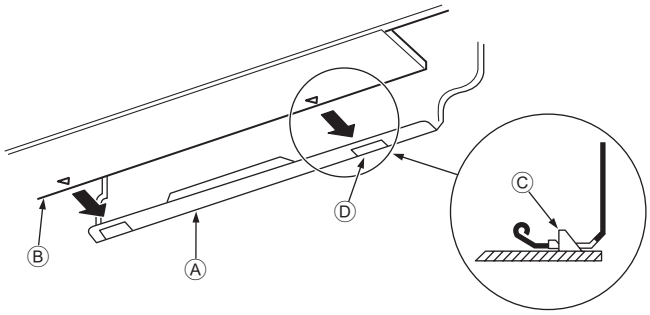

Fig. 3-10
3. Al introducir las tuberías de refrigerante y la manguera de drenaje en el orificio de penetración en la pared (manguito de penetración), cuelgue la parte superior de la unidad interior en la placa de montaje ①.
5. Fije la unidad en la placa de montaje ① empujando la parte inferior de la unidad. (Fig. 3-10)
* Asegúrese de que los tiradores de la parte inferior de la unidad interior estén bien enganchados en la placa de montaje ①.